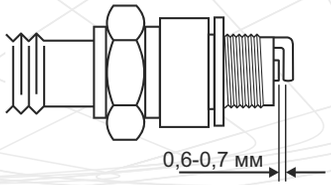

Рисунок 4
4. Используя специальный щуп, измерьте зазор между электродами свечи (если необходимо, выставьте зазор 0,6–0,7 мм, осторожно подгибая боковой электрод) (см. рисунок 4).